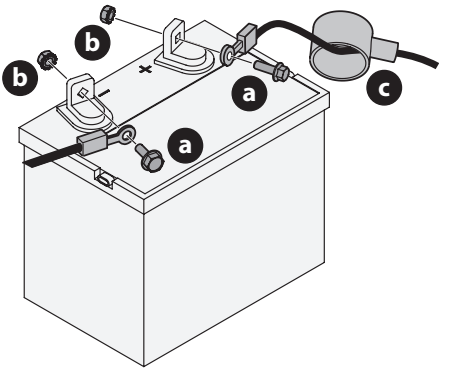

Fig. 12
1. Le cas échéant, retirez le cache en plastique de la borne positive de la batterie. Branchez le connecteur rouge sur la borne positive de la batterie (+) à l'aide du boulon (a) et de l'écrou hexagonal (b) (Fig. 12).
2. Déposez la protection en caoutchouc rouge (c) sur la borne positive de la batterie pour la protéger contre la corrosion (Fig. 12).
3. Le cas échéant, retirez le cache en plastique de la borne négative de la batterie, puis branchez le câble noir la borne négative de la batterie (–) à l'aide du boulon (a) et de l'écrou hexagonal (b) (Fig. 12).